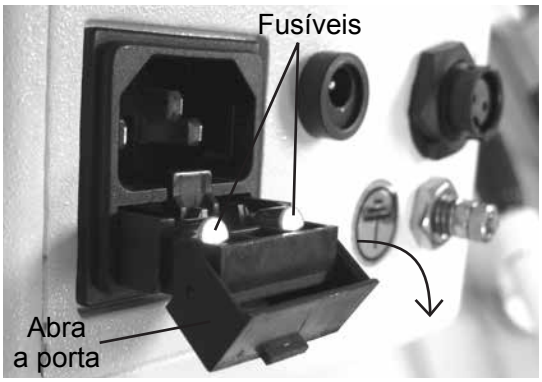

Figura MM-6 Porta do fusível aberta
3. Abra a porta do suporte de fusíveis puxando-a para baixo. Consulte a figura MM-6.